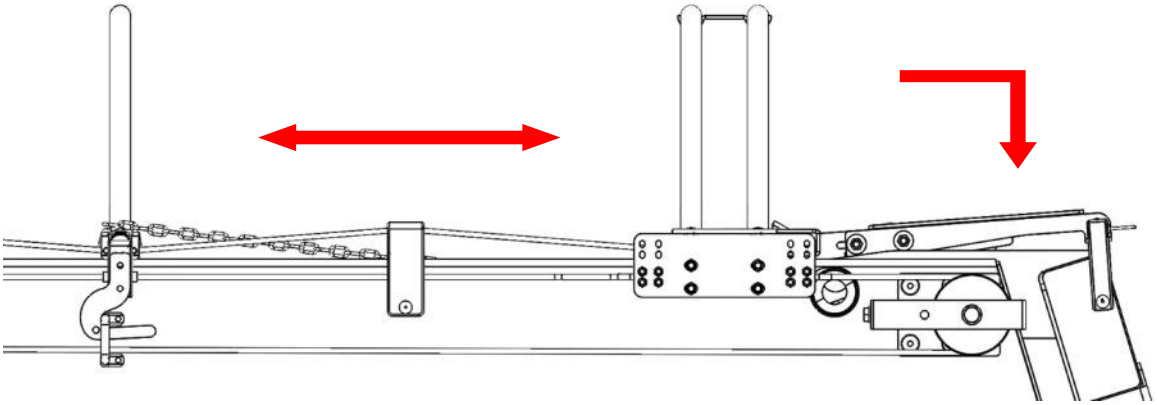

fig. 2
8. Abbassare manualmente la chiusura e regolare la catena, facendo in modo che con chiusura abbassata, questa sia perfettamente in tensione (fig. 2).